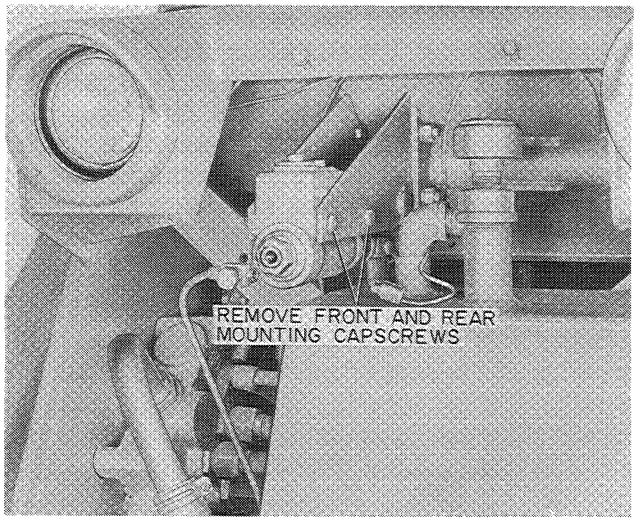

Figure W-12
3. Remove the front and rear mounting bolts. Figure W-12.